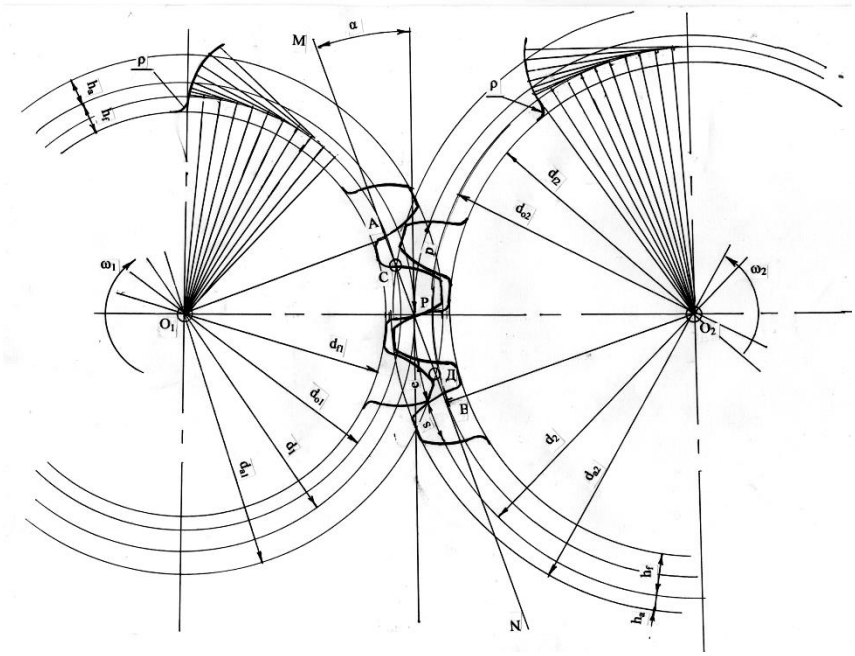

Рис. 4.6. Эвольвентное зацепление зубчатых колес
11. По делительным окружностям размечается шаг зацепления и откладывается толщина зубьев *S* и ширина впадины *e*. С помощью шаблона и лекала вычерчиваются профили 3…4 зубьев каждого колеса (для каждого колеса необходимо изготовить свой шаблон зуба). Вычерчивание зубьев необходимо начинать от полюса, в котором должно быть касание двух зубьев (ведущего и ведомого колес). Другие зубья должны касаться друг друга только по линии зацепления (рис. 4.6).